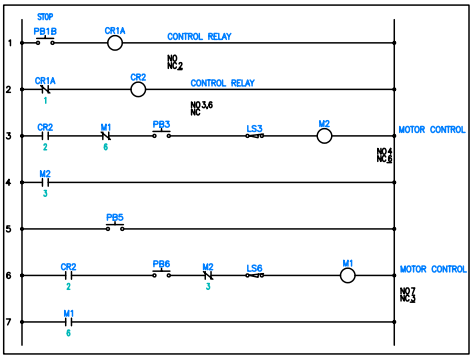

Figure 6-50 *The ladder after deleting components*
2. Select LS1A from rung 1 and LS4 from rung 4, and then press ENTER; the **Search for / Surf to Children?** dialog box is displayed. Choose the **No** button from this dialog box; components are deleted from the drawing, as shown in Figure 6-50.